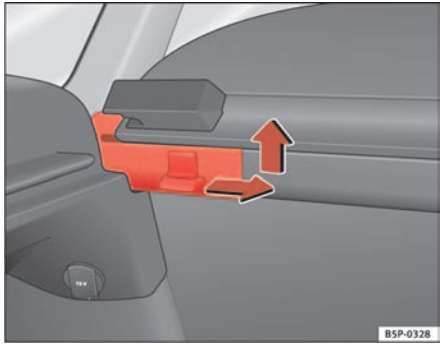

Fig. 121 Removing luggage compartment cover
– Press the side button in the direction of the arrow, lift up the cover and remove ⇒ fig. 121.